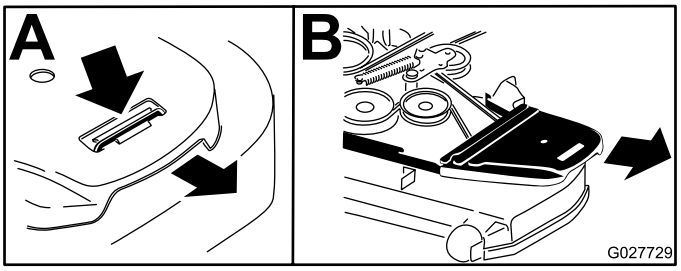

Figur 75
6. Ta bort remkåporna och tillhörande skruvar (Figur 75).